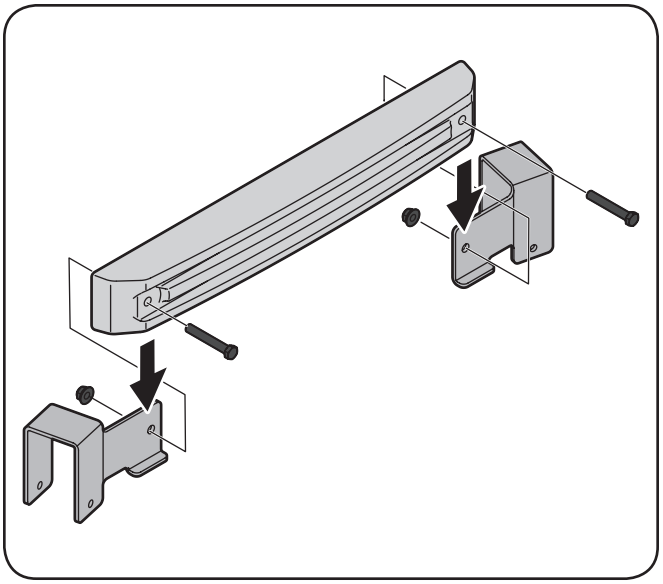

Figure 4-29
1. Attach the left mounting bracket and the right mounting bracket to the weight bar using two 2½-inch screws (710-0859), and 3⁄8" flange nuts (712-04065) from hardware pack 689-00325. See Figure 4-29.